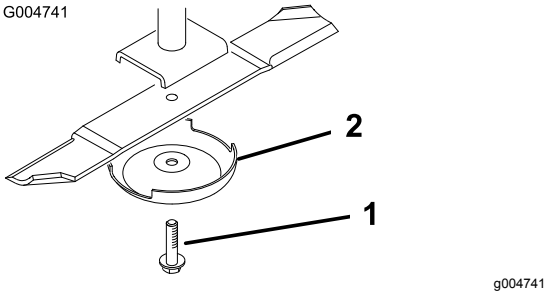

Figur 90
3. Fjern knivbolten, antiskalperingsvernet og kniven fra spindelakselen (Figur 90).